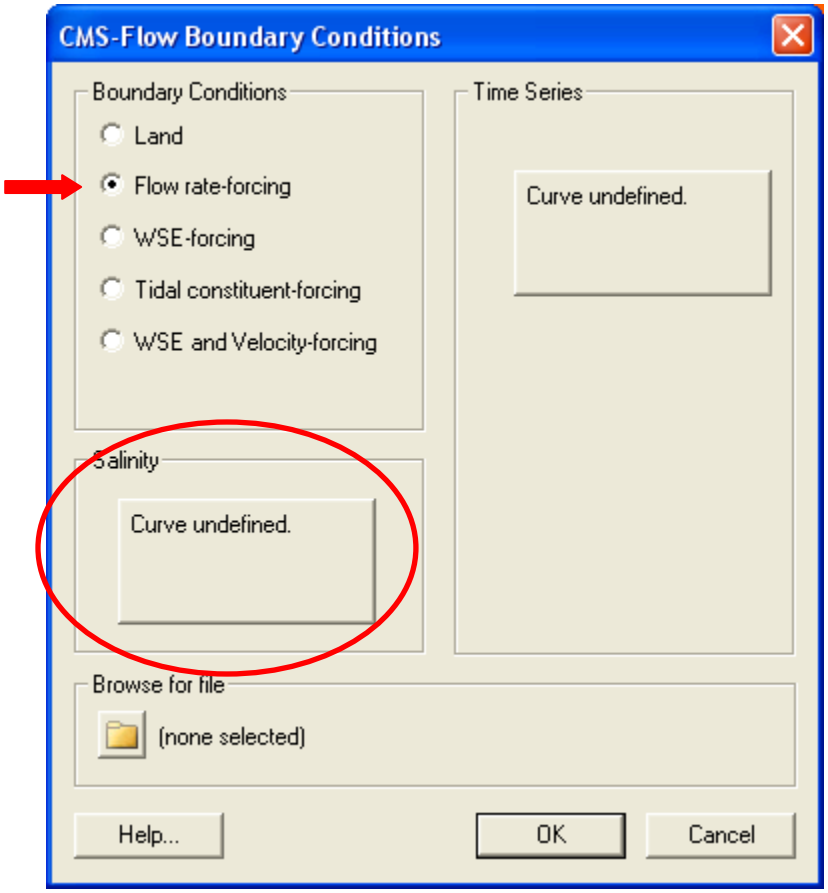

Figure 50. Salinity specifications along the *Flow rate-forcing* boundary.
7. Click the *Curve undefined* under *Salinity* on the left hand side of the dialog (Figure 50),